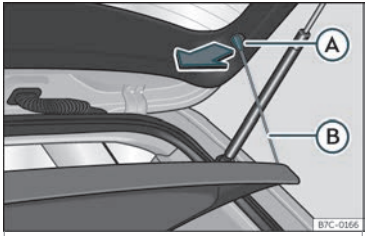

Abb. 105 Im Gepäckraum: Gepäckraumabdeckung aus- und einbauen.
- Hängen Sie die Haltebänder ››› **Abb. 105** Ⓑ aus den Aufnahmen Ⓐ aus.
- Hängen Sie die Haltebänder ››› **Abb. 105** Ⓑ an der Heckklappe ein.